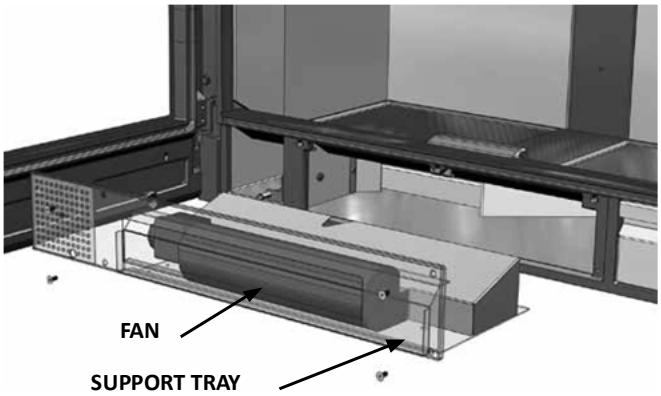

FIG. 2 - Nature 100
2. Once the 4 screws have been loosened **(two in the Nature 70/80 model)** remove the fan support tray (Fig. 2). Be especially careful when removing the tray so as not to cut or damage the wiring.